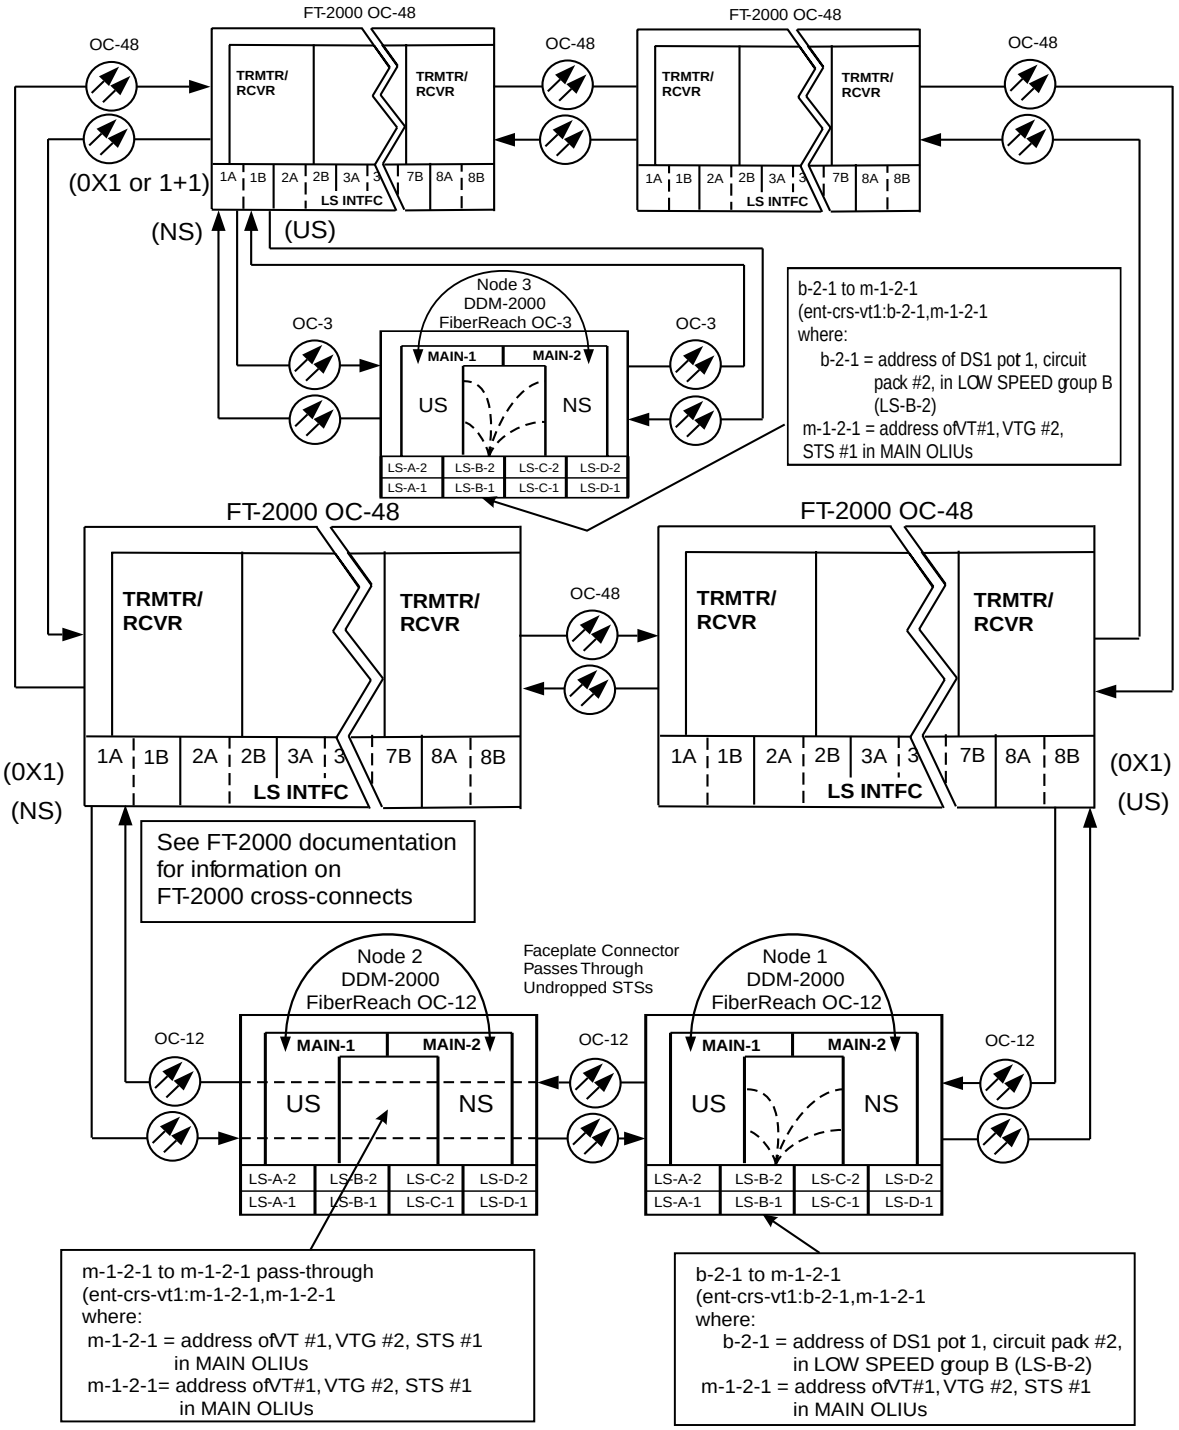

Figure 9. Example of Single Homing or Linear Extension/Dual Homing FT-2000 OC-48 and OC-3/12 Cross-connections
Cross-connections consist of drop and pass-through connections. For example in Figures 9 and 10, drop connections are made at OC-3 Nodes 1 and 3. Pass-through cross-connections are made at Node 2 in the network. Also, cross-connections must be made in all interconnected rings, including other DDM-2000 OC-3 rings, DDM-2000 OC-12 rings, FT-2000 OC-48 rings, and WaveStar TDM OC-48/OC-192 rings as required. See **`ent-crs-( )`** command in the Commands and Reports section of Volume 1 of this manual.
11. At both terminating (drop) nodes of the circuit being established, use the **`ent-crs-( ):`** command to make the terminating cross-connections at OC-3 nodes (for example at the OC-3 Node 3 in Figures 9 and 10, **`ent-crs-vt1:m-1-2-1,b-2-1:cct=twoway`**).